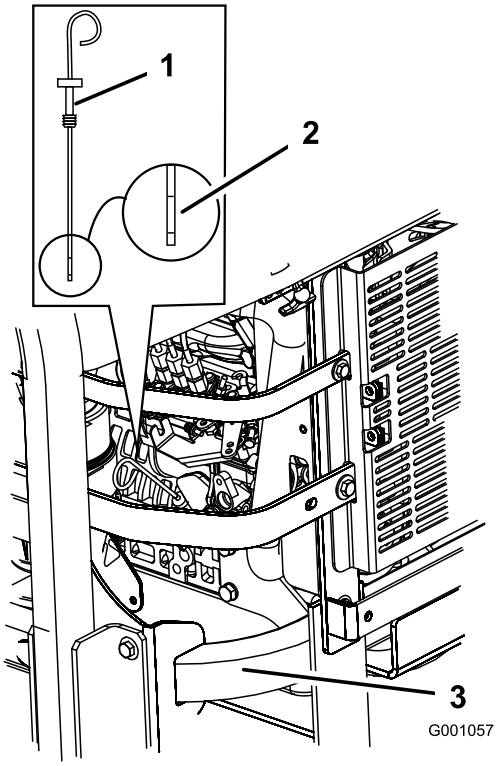

Figur 35
3. Gör rent omkring oljestickan (Figur 35) så att smuts inte kan falla ned i påfyllningshålet och orsaka motorskador.
4. Dra ut oljestickan och torka av metalländen (Figur 35).
5. Stick ner oljestickan helt i påfyllningsröret. Dra ut oljestickan och titta på metalländen (Figur 35). Om oljenivån är låg häller du långsamt i tillräcklig mängd olja i påfyllningshålet för att höja nivån till markeringen Full.